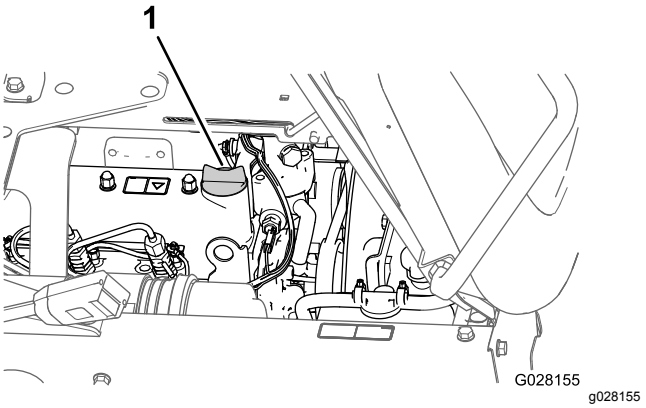

Figuur 72
5. Verwijder de olievuldop uit de vulbuis van het klepdeksel van de motor (Figuur 72) en giet langzaam ongeveer 80% van de aanbevolen hoeveelheid in de vulbuis.
8. Plaats de olievuldop op de vulbuis (Figuur 72).